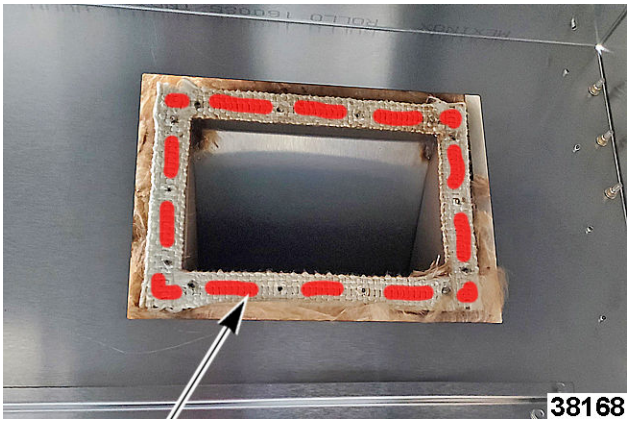

Fig. 92
12. Apply high temp red silicone to fiberglass tape on face of over pressure duct (Fig. 92).